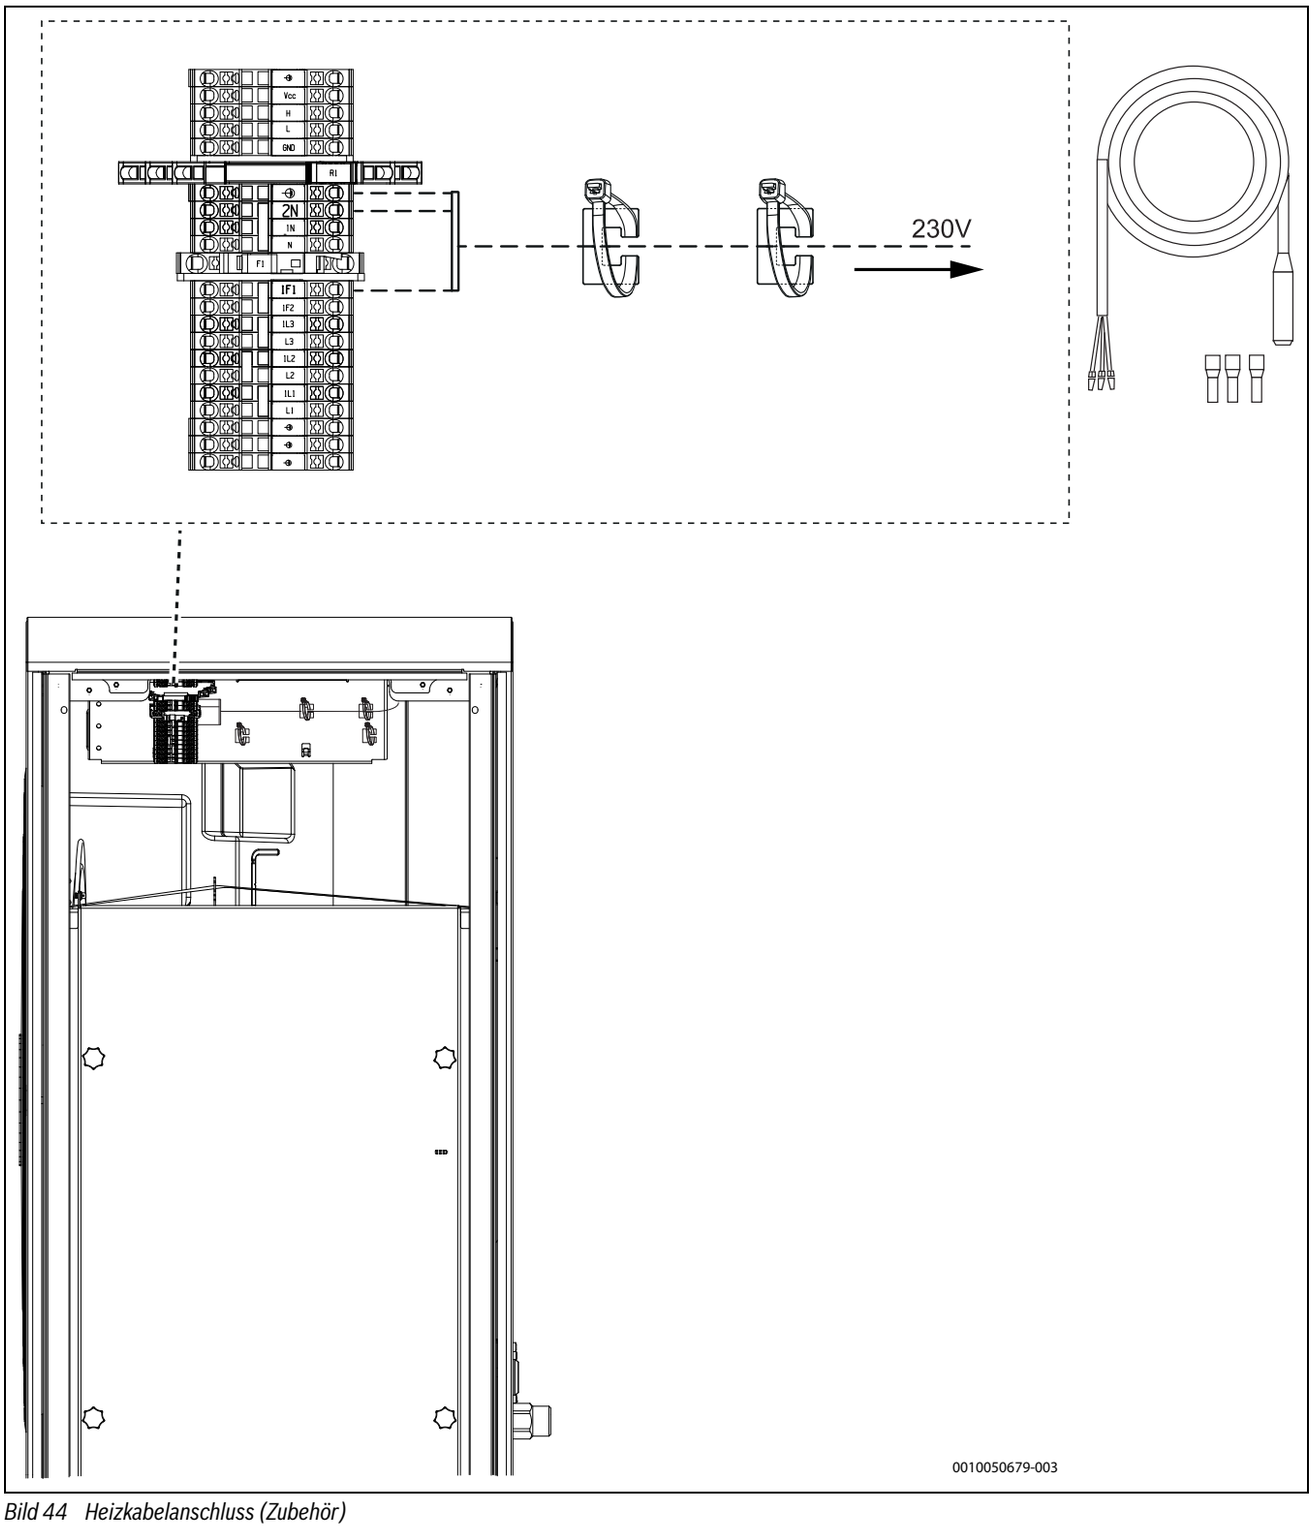

Bild 44 Heizkabelanschluss (Zubehör)
- Kabel entsprechend →Abbildung 44 anschließen.